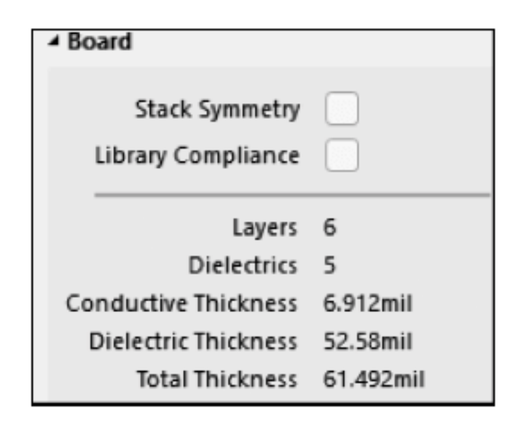
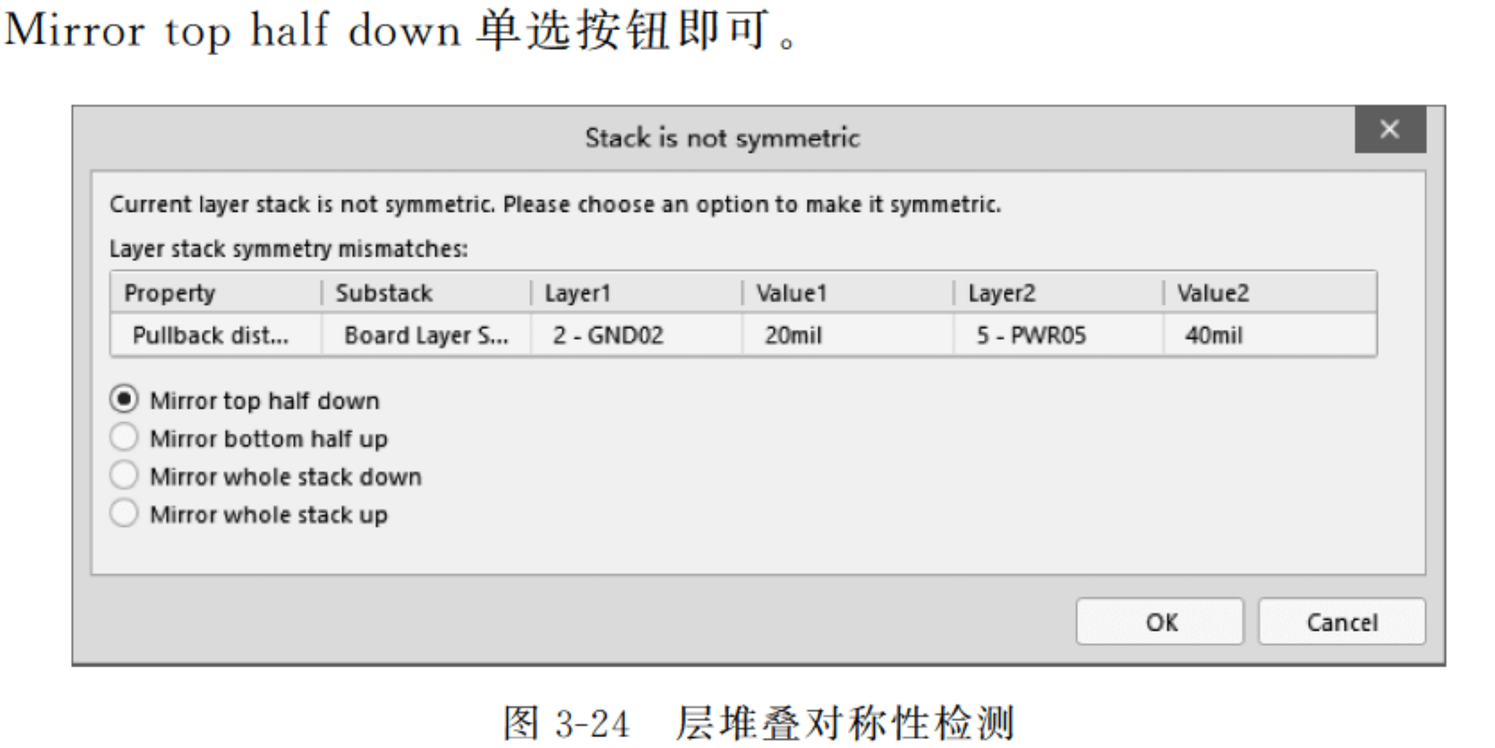

图 3-23　Board 选项组
图 3-24　层堆叠对称性检测
(3) 在界面右下角单击 Panels 按钮，选择 Properties 面板，可在 Board 选项组中查看板子总厚度，如图 3-23 所示。
(4) 层堆叠对称性。如果需要层堆叠是严格对称的，单击图 3-23 中的 Stack Symmetry 按钮，软件将立即检查以中间介电层为中心的层堆叠对称性。若是与中心介电层等距的任意一对层不相同，将弹出 Stack is not symmetric 对话框，在上半部分显示检查到的不对称冲突，如图 3-24 所示，显示 GND02 和 PWR05 的 Pullback distan 不一致(此处需遵守 20H 原则，不予修改)。若想进行更改，选择 Mirror top half down 单选按钮即可。
(7) 更改参考平面。图 3-23 中显示 SIN03 的顶部参考层为 GND02，底部参考为 SIN04；SIN04 的顶部参考层为 SIN03，底部参考为 PWR05。这样显然不合适，由于信号层 SIN03、SIN04 需要走线，平面不完整，所以需要更改参考平面。更改需要的参考平面如图 3-28 所示。